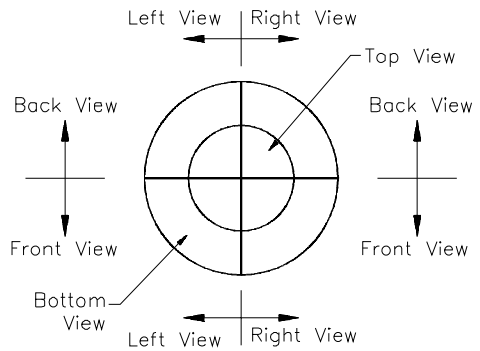

Figure 21-16 *Figures showing the directions for the compass*
1. If you pick a point inside the smaller circle in the first quadrant, the resultant view will be the Right, Back, Top view. If you pick a point out side the smaller circle and inside the bigger circle in this quadrant, the resultant view will be the Right, Back, Bottom view (Figure 21-16).
2. If you pick a point inside the smaller circle in the second quadrant, the resultant view will be the Left, Back, Top view. If you pick a point outside the smaller circle and inside the bigger circle in this quadrant, the resultant view will be the Left, Back, Bottom view (Figure 21-16).
3. If you pick a point inside the smaller circle in the third quadrant, the resultant view will be the Left, Front, Top view. If you pick a point outside the smaller circle and inside the bigger circle in this quadrant, the resultant view will be the Left, Front, Bottom view (Figure 21-16).
4. If you pick a point inside the smaller circle in the fourth quadrant, the resultant view will be the Right, Front, Top view. If you pick a point outside the smaller circle and inside the bigger circle in this quadrant, the resultant view will be the Right, Front, Bottom view (Figure 21-16).